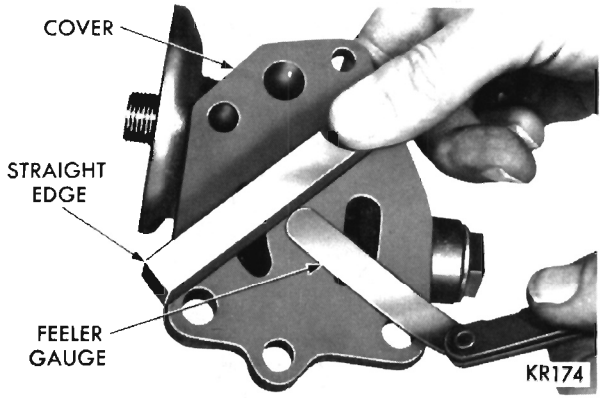

Fig. 56—Measuring Oil Pump Cover Flatness
(1) Clean all parts thoroughly. The mating face of filter base (oil pump cover) should be smooth. Replace filter base if it is scratched or grooved.
(2) Lay a straightedge across oil pump filter base surface (Fig. 56). If a .0015 inch feeler gauge can be inserted between the base and straightedge, filter base should be replaced.